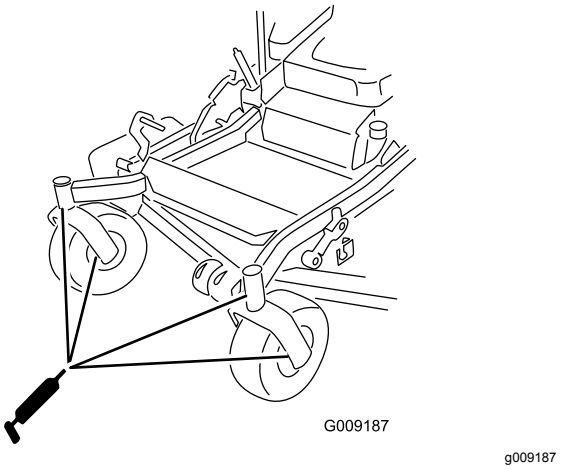

Figuur 42
15. Plaats de zeskantige plug en de stofkap (Figuur 42).